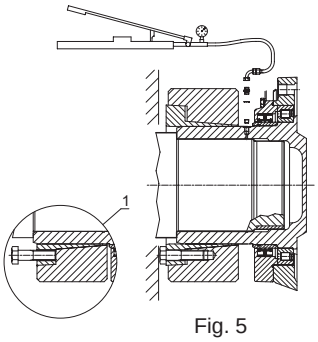
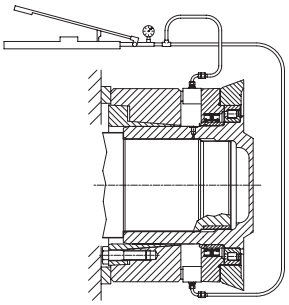

Fig. 5
Fig. 6
2) Nel caso gli anelli non si separassero spontaneamente dopo avere allentato le viti, trasferirne alcune nei fori di estrazione dell'anello interno (Fig.5 dettaglio 1) e avvitandole, separare quest'ultimo dall'anello esterno.
3) Fare scorrere il giunto assialmente come da fig.5 per permettere l'utilizzo del foro G 1/8" che consente l'immissione di olio in pressione (max. 1000 bar) al fine di facilitare lo smontaggio del riduttore dall'albero della macchina. Se con l'utilizzo del metodo descritto, il riduttore non si libera, in quanto l'accoppiamento dell'albero non assicura la tenuta della pressione, allora si può agire nel modo rappresentato nella fig. 6. Se lo spazio a disposizione lo permette, utilizzando appositi spintori idraulici, occorre fare reazione su n°2 borchie a 180° che si trovano sui coperchi porta tenute, senza superare i seguenti carichi assiali:
2) If the rings do not separate on their own after loosening the screws, transfer some of them to the extraction holes of the inner ring (Fig.5 detail 1) and, tightening them, separate the inner ring from the outer ring.
3) Slide the joint axially as shown in fig.5 to allow use of the hole G 1/8" for the introduction of pressurized oil (max. 1000 bar) to facilitate removing the gear unit from the machine shaft. If, on using the method described, the gear unit cannot be freed, because the shaft coupling does not ensure pressure tightness, operate as shown in fig. 6. Available space permitting, using the special hydraulic pushers, operate on two bosses at 180° located on the seal covers, without exceeding the following axial loads:
2) Falls sich die Kupplungsringe nach dem Entfernen der Schrauben nicht von selbst lösen sollten, einige Schrauben in die Abzugsbohrungen des Innenrings einsetzen (Abb.5, Ausschnitt 1) und durch Festziehen derselben den Innen- vom Außenring trennen.
3) Die Kupplung axial verschieben (siehe Abb.5), um die Bohrung G 1/8" benutzen zu können, die das Einfüllen von Öl unter Druck (max. 1000 bar) gestattet, um den Ausbau des Getriebes von der Maschinenwelle zu erleichtern. Sollte es nicht möglich sein, mit dem beschriebenen Verfahren das Getriebe freizusetzen, da die Passung der Welle nicht dicht genug für den Druck ist, kann auf die in Abb. 6 dargestellte Weise vorgegangen werden. Bei ausreichendem Platz können hydraulische Stössel eingesetzt werden, die 180° zu einander auf 2 Auflagen angeordnet werden, die sich auf dem Deckel der Dichtungshalter befinden; dabei dürfen die folgenden Axiallasten nicht überschritten werden: